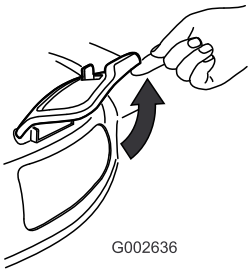

Figuur 32
2. Zet het deurtje van de zijafvoer open (Figuur 32).